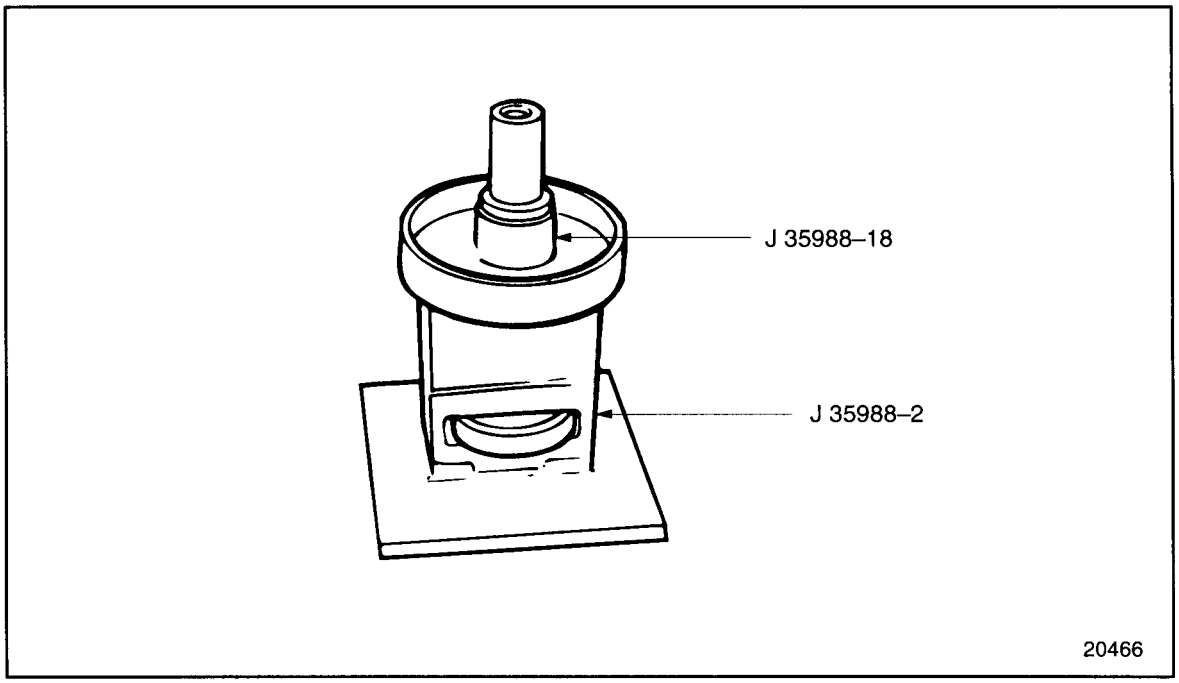

Figure 4-16 Bearing Installation Set-up (GCM)
3. Install J 35988-18 into the center of J 35988-2, parts of tool set J 35988-D. See Figure 4-16.